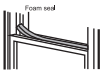

Fig.11
5. Corte el sello de espuma al largo apropiado y selle el espacio abierto entre la hoja superior de la ventana y la hoja exterior de la ventana, como lo muestra la Fig.11.